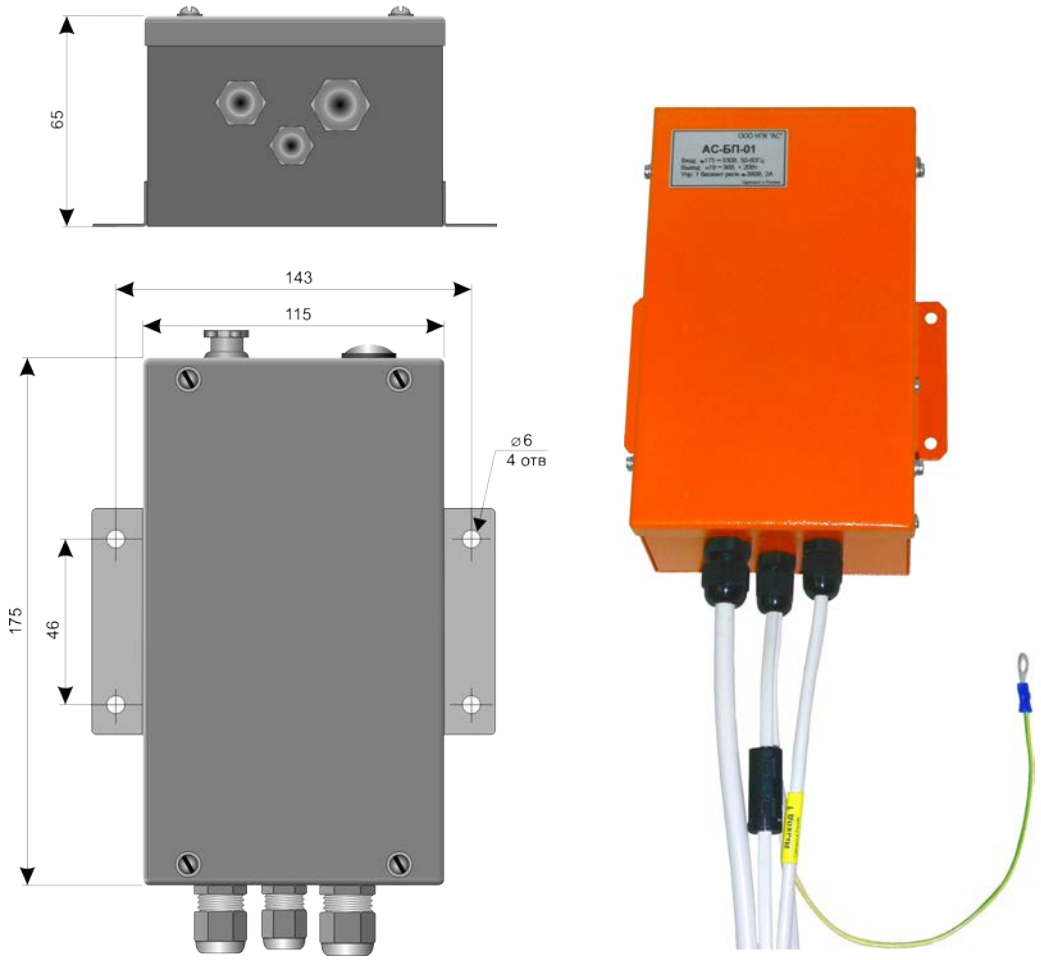

Рис. 6
4) блок питания АС-БП-04 1 шт,Рис.6;
6.6. Первичный источник питания ИП, Рис.6, служит для преобразования сетевого напряжения 220В в необходимое для питания микроконтроллера напряжение 24В постоянного тока. Источник размещается в непосредственной близости от микроконтроллера, в зоне с отсутствием помех конвективному теплообмену. Содержит встроенный выключатель Sn1, предохранитель, преобразователь 220/24В и 2 бесконтактных реле, рассчитанных на коммутацию электрических цепей с напряжением до 380В при токе коммутации до 2А. Источник питания обеспечивает полную гальваническую развязку системы от бортовой сети, в силу чего система АС-АОГ-01м+ не подвержена действию помех, действующих в силовых цепях подъёмниковой установки.